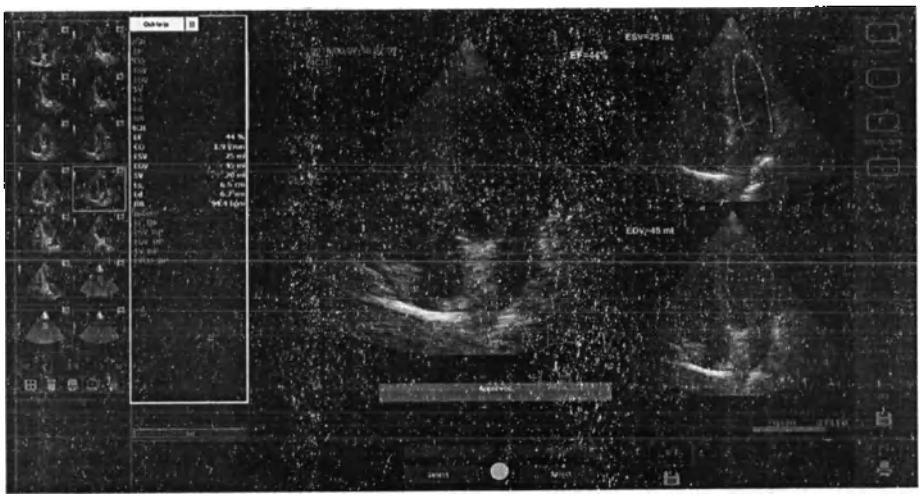

Рис. 8-12. Несколько экранов с результатами измерений Auto EF
После завершения обработки отобразится экран с результатами фракции выброса (EF) (Рис. 8-12 *на стр. 8-36*).
ПРИМЕЧАНИЕ: *Результаты двухплоскостного режима (BiP) отобразятся на экране (Рис. 8-12) только после измерения обоих проекций — 2-камерной и 4-камерной.*
Для каждой проекции в мини-отчете появляется экран с результатами, который содержит расчет фракции выброса (EF) (Рис. 8-12 *на стр. 8-36*). Мини-отчет появляется в левой части окна результатов.